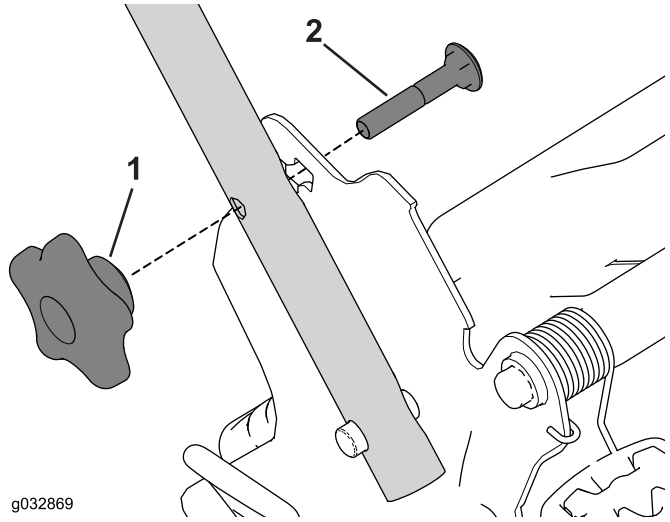

Figura 6
4. Insira um parafuso de carroçaria (com a cabeça do parafuso voltada para dentro) no orifício quadrado superior ou inferior no suporte do manípulo e o orificio superior na extremidade do manípulo (Figura 6).